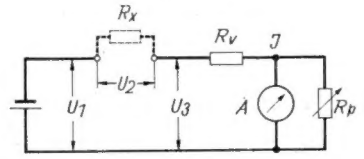
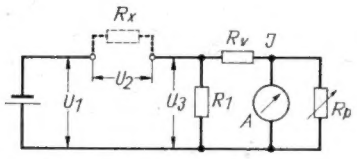
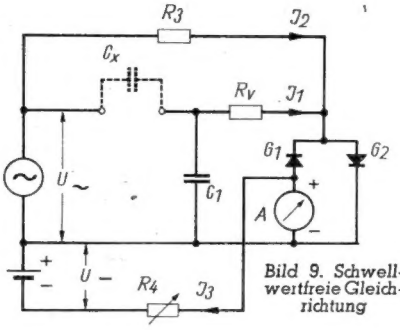

Bild 2. Gebräuchliche Ohmmeterschaltung
Bild 3. Ohmmeterschaltung für kleine Meßbereiche
Bild 9. Schwellwertfreie Gleichrichtung
Bild 2 stellt die gebräuchliche Ohmmeterschaltung dar. Der unbekannte Widerstand R_x liegt mit einem Vorwiderstand R_v der Spannungsquelle U_1 und dem Anzeigeinstrument A in Reihe. Für $R_x = 0$ hat der Strom I seinen Größtwert und der Widerstand R_p ist gerade so eingestellt, daß der Zeiger des Instrumentes auf Endausschlag steht. R_p wird häufig durch einen einstellbaren magnetischen Nebenschluß im Anzeigeinstrument ersetzt. Ist $R_x = R_v$, so nimmt der Strom I seinen halben Maximalwert an und der Zeiger
Die Verlagerung des Meßbereiches zu kleineren Widerstandswerten geschieht am besten nach Schaltung Bild 3. Hinzugekommen ist lediglich der Widerstand R_1. Die Mitte der Skala wird jetzt durch die Parallelschaltung von R_1 und R_V bestimmt, der Skalenverlauf ist im übrigen der gleiche entsprechend der Formel:
Wird für Messungen mit Wechselspannung zur Anzeige ein Drehspulinstrument mit Trockengleichrichter in der üblichen Weise verwendet, ergibt sich infolge der Spannungsschwelle ein wesentlich ungünstigerer Skalenverlauf als für Messungen mit Gleichspannung. Es wurde zunächst versucht, das Anzeigeinstrument in Art eines Dynamometers mit einem Wechselstrommagneten auszurüsten, der mit 50 Hz gespeist wurde. Es bereitete jedoch Schwierigkeiten, die innere Erwärmung des empfindlichen Systems genügend weit herabzusetzen. Das Ziel einer schwellwertfreien Gleichrichtung wurde dann auf eine andere Weise erreicht, die Bild 9 zeigt. Die Grundschaltung entspricht Bild 3, umgewandelt zur Messung von Kapazitäten. R_1 ist durch einen Kondensator C_1 ersetzt, um sicherzustellen, daß die arithmetische Summe von U_2 und $U_3 = U_1$ ist, wie es zur Ableitung der Formel (1) Voraussetzung war. Die Gleichrichter G_1 und G_2 werden über den Widerstand R_3 vorbelastet (Strom I_2). Der dadurch entstehende Vorausschlag des Instrumentes wird mit einem zusätzlichen Gleichstrom I_3 über den Widerstand R_4 kompensiert. Es entsteht so eine völlig lineare Abhängigkeit der Anzeige von dem Meßstrom I_1. Voraussetzung für die richtige Wirkung der Vorbelastung ist die Phasengleichheit der Ströme I_1 und I_2, die bei der dargestellten Schaltung, jedoch nicht bei einer aus Bild 2 entwickelten Schaltung gewährleistet ist. Die Schaltung nach Bild 3 hat noch den besonderen Vorzug, frequenzunabhängig zu sein, so daß bei falscher Netzfrequenz oder durch deren Oberwellen keine Meßfehler entstehen.